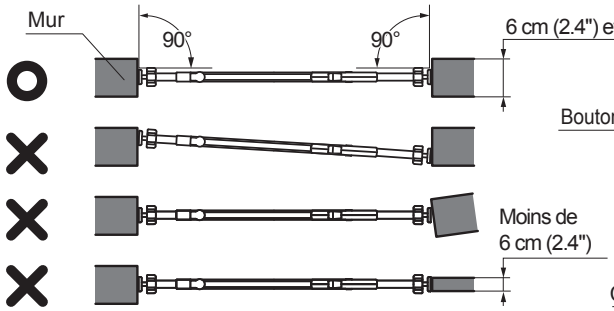
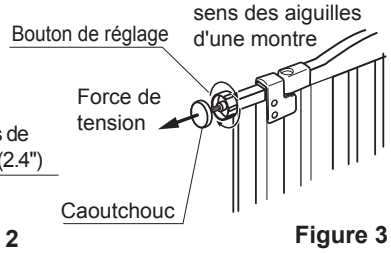

Figure 2
Figure 3
●Si le produit a été installé correctement, le haut de la porte (en regardant en bas par dessus le haut) va être aligné avec chaque coin, faisant un angle de 90° comme sur la figure 2.
❶ **Déterminez la direction voulue pour l'ouverture de porte. Placez le produit contre le mur perpendiculairement comme c'est montré en Figure 2. Serrez le bouton de réglage du haut jusqu'à ce que son caoutchouc touche la surface murale comme c'est montré en Figure 3.**